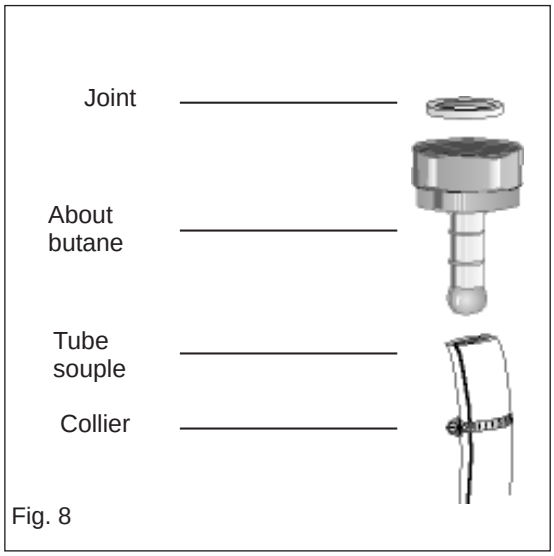

Fig. 8
- Veillez à l'enfoncer suffisamment et à le fixer avec un collier à chaque extrémité (figure 8).